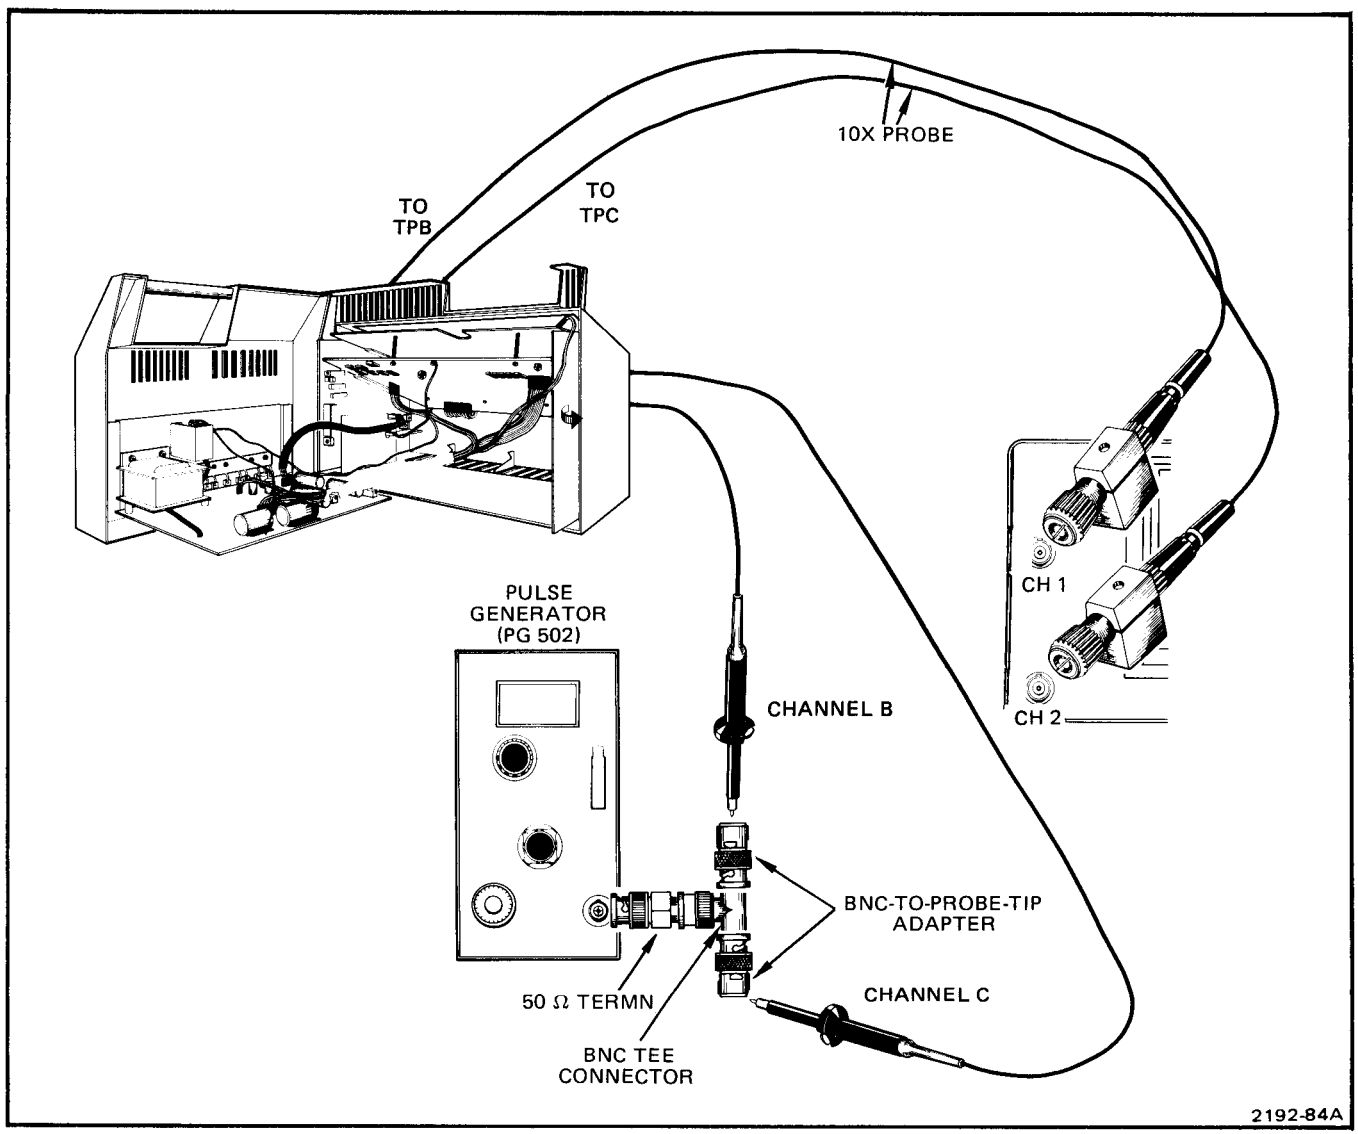

Fig. 4-6. Test equipment setup for CHANNEL B and C delay equalization.
See Fig. 4-6.
b. Connect test equipment as shown in Fig. 4-6.